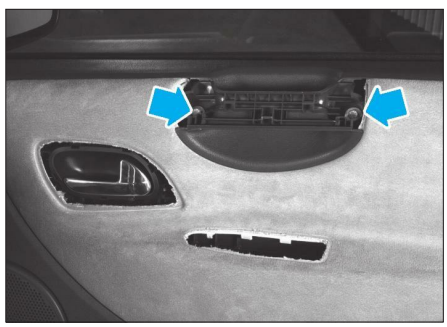

**Fig. 32**
• Déposer les vis **(Fig.32)**.